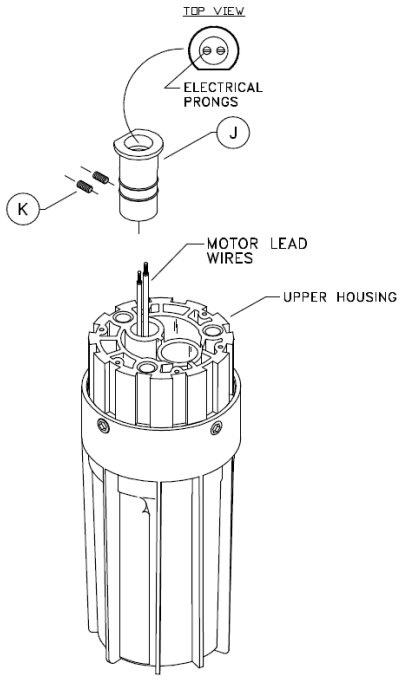

ABBILDUNG 15
10. Setzen Sie die Aufnahme (Kabelzwischenstück) (J) ein (Abb. 15).